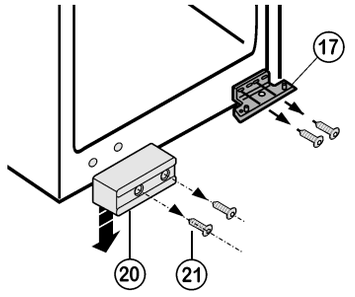

Fig. 13
- Detach the transit support of the door *Fig. 13 (20)*.
- Unscrew the lower bearing bracket *Fig. 13 (17)*.
- Screw the bottom turn hinge *Fig. 13 (17)* firmly into place on the opposite side, using the third and sixth oblong hole counted from the outside**(with 4 Nm)**.
- Screw down transit support of the door *Fig. 13 (20)* at the opposite side.